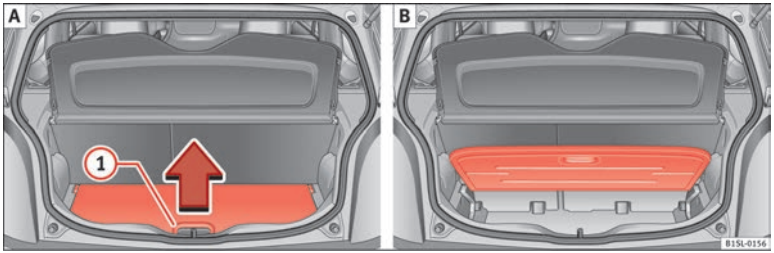

Fig. 69 A: Open the luggage compartment variable floor. B: raised luggage compartment variable floor.
- To *raise* the floor, raise handle ⇒ Fig. 69 (1) in the direction of the arrow and pull from the floor upwards ⇒ Fig. 69 [B].